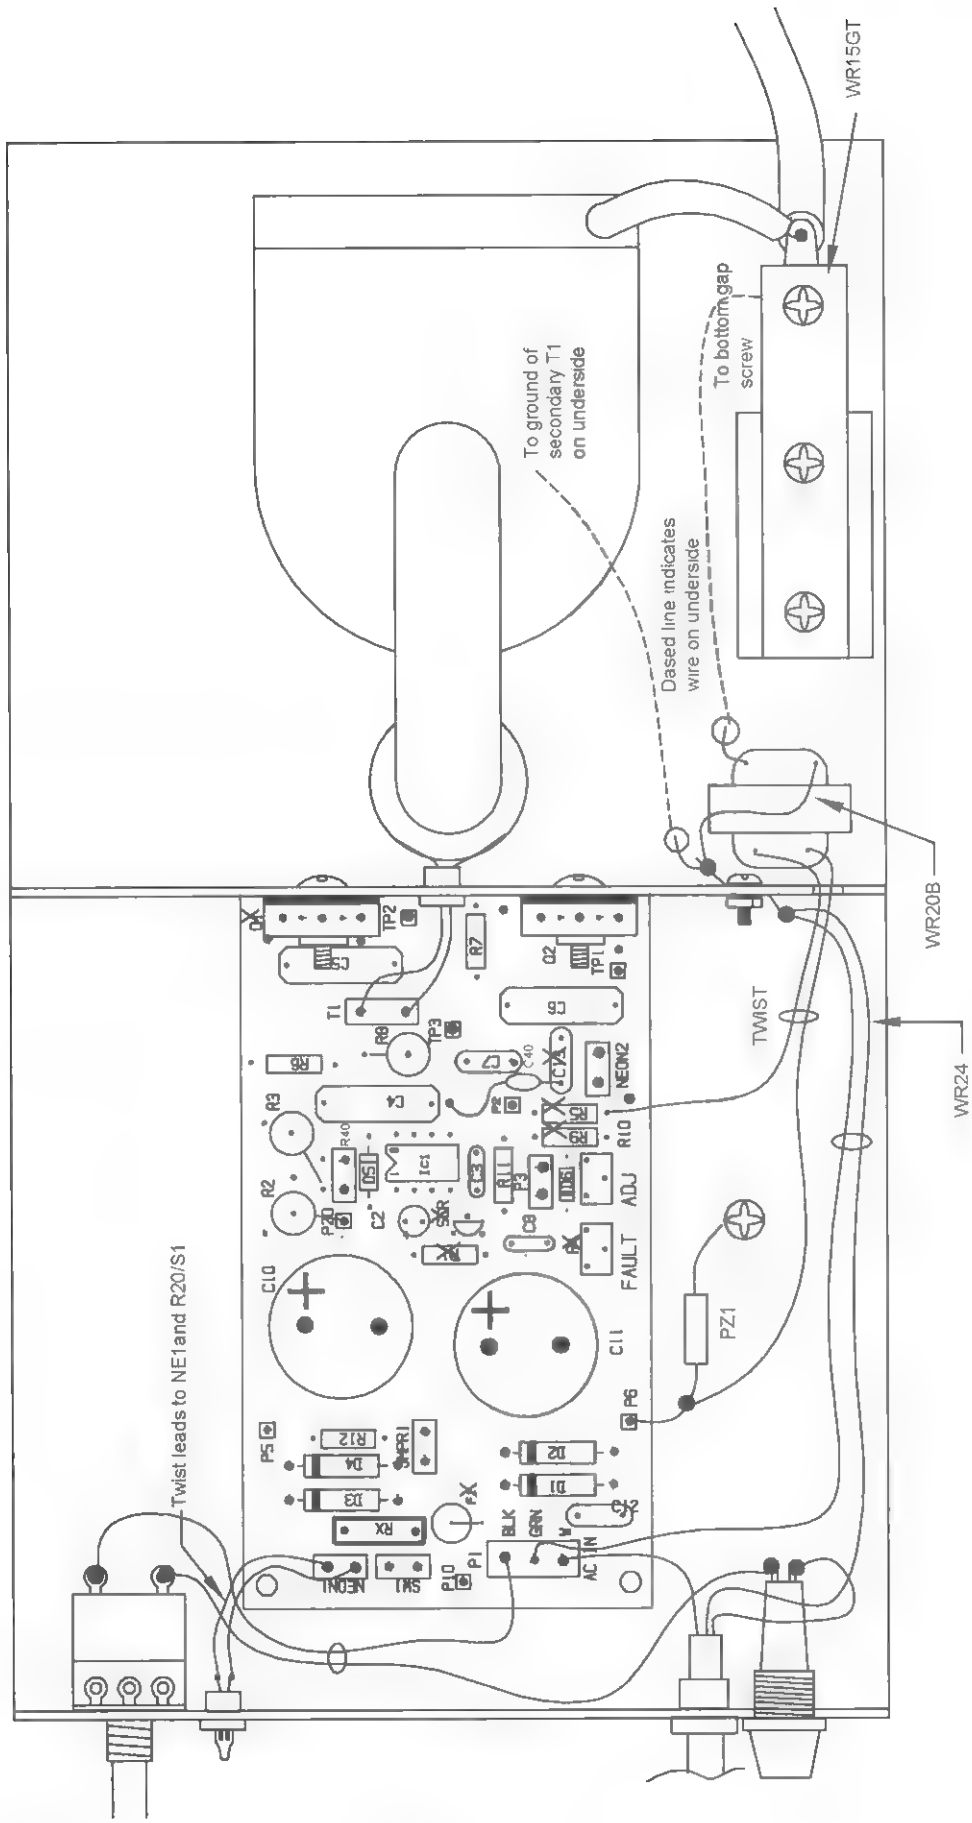
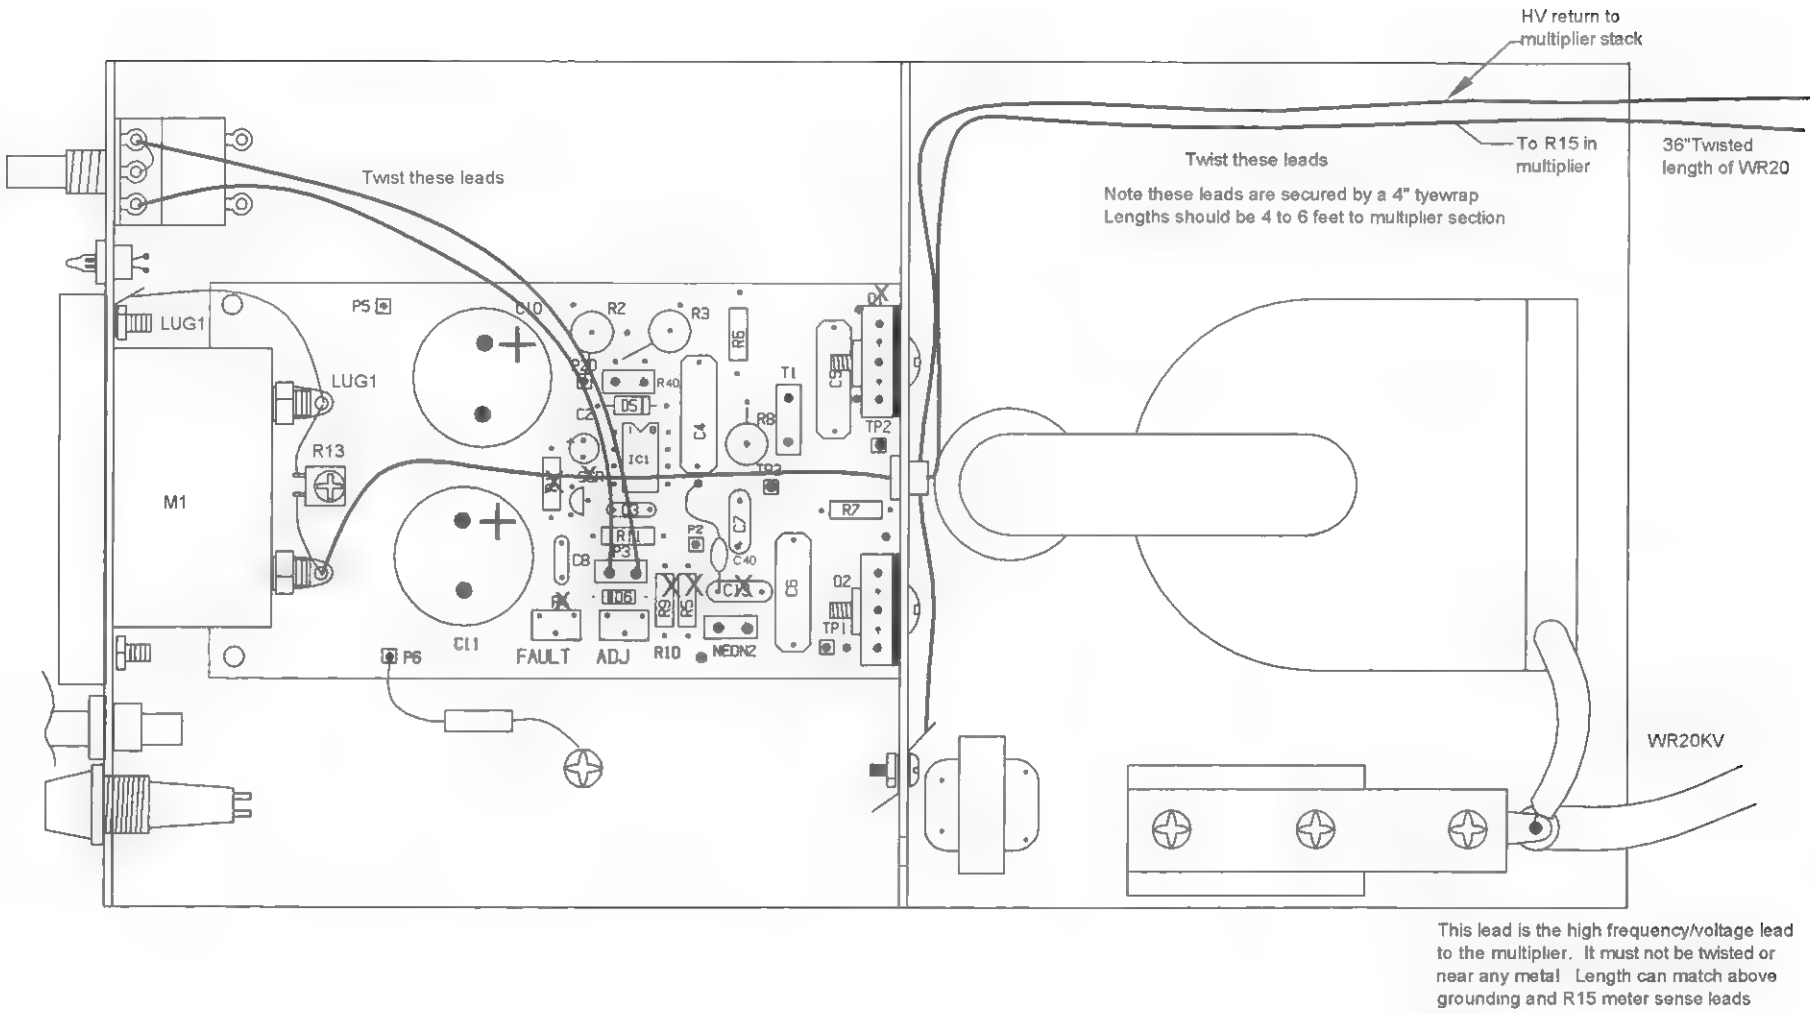
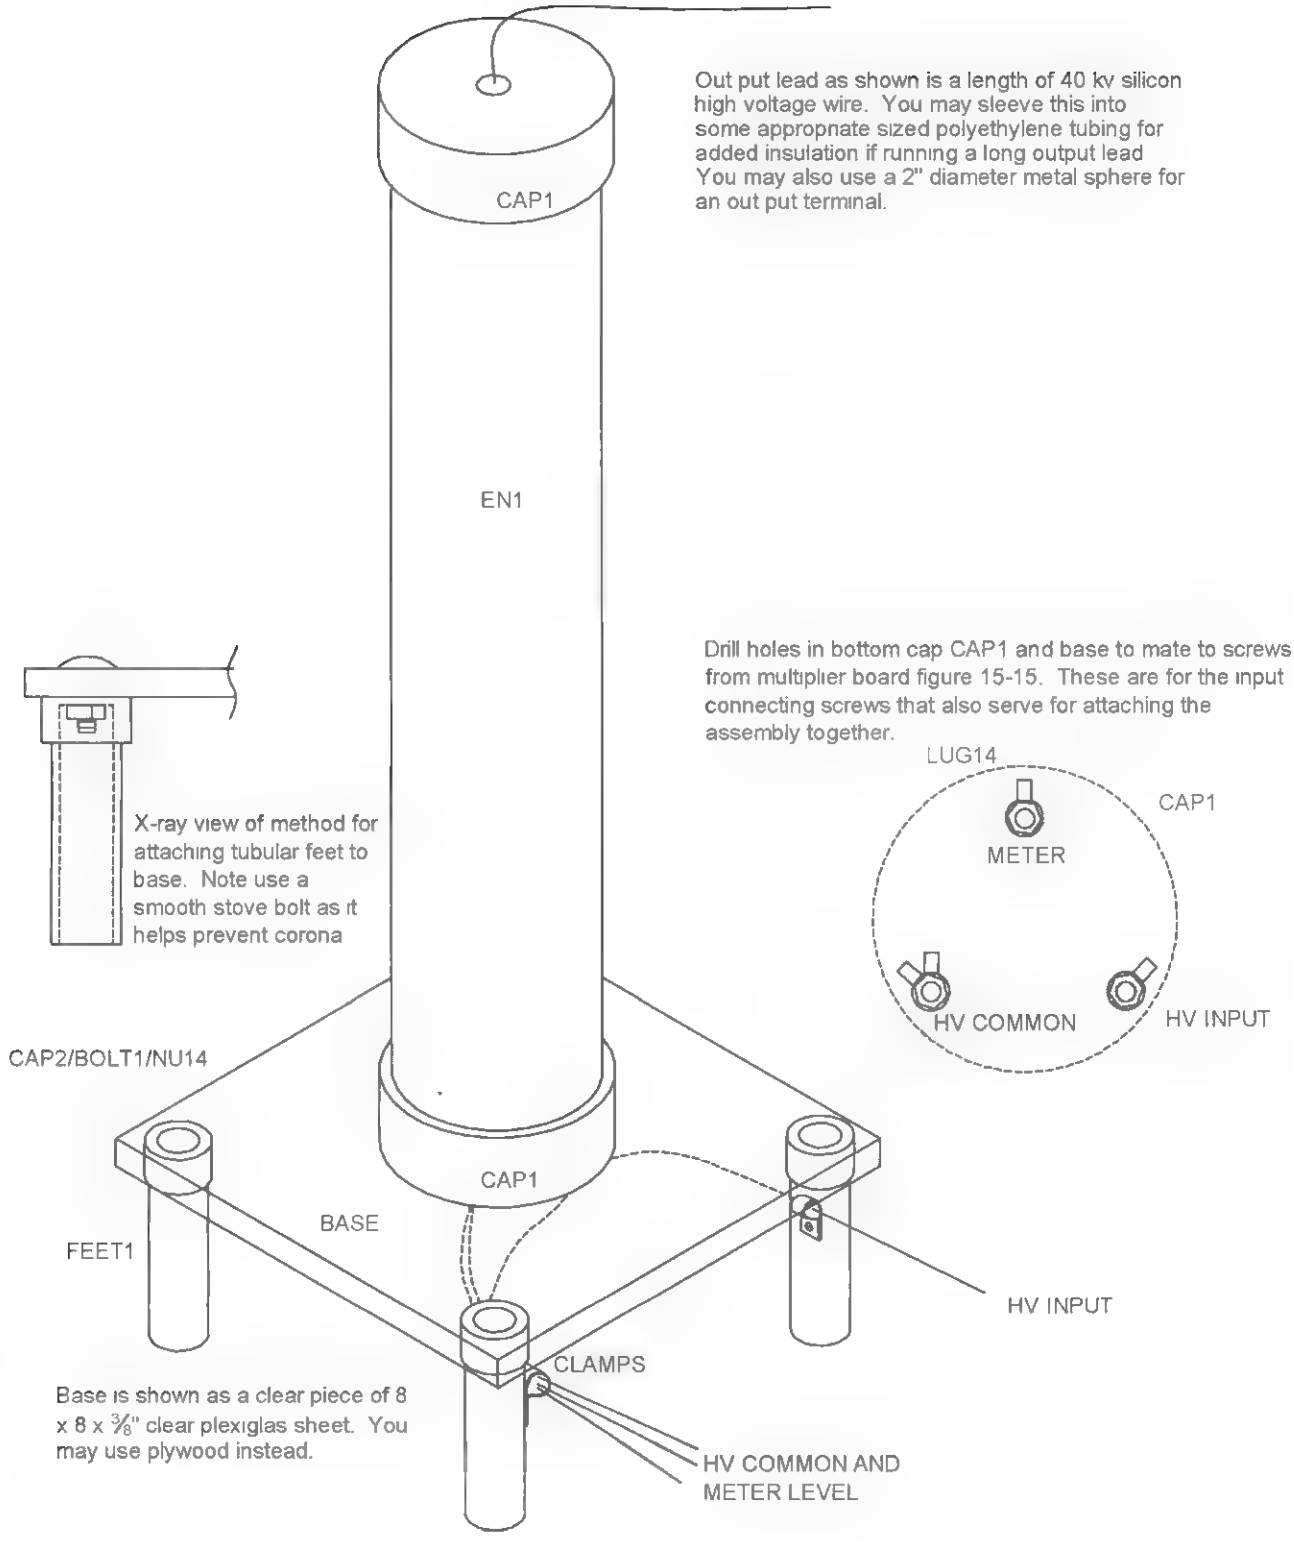

Figure 15-10 *Primary wiring aid*
Figure 15-11 *Secondary wiring aid*
Figure 15-17 *Final assembly*
14. Proceed to wire everything as shown in Figure 15-10. Use twist pairs where noted or tie-wrap to neaten its appearance (see Figure 15-11).
5. The final assembly is shown in Figure 15-17. Note you have a choice of an output lead or a spherical terminal.
1. Connect the driver and multiplier sections together and separate them by at least 3 feet. Keep the high-voltage wire from the driver away from other conductive objects. Follow Figure 15-11 for the driver and Figure 15-17 for the multiplier interconnecting wiring.
BASE	Base created from 8 × 8 × 3/8-inch Plexiglas per Figure 15-17